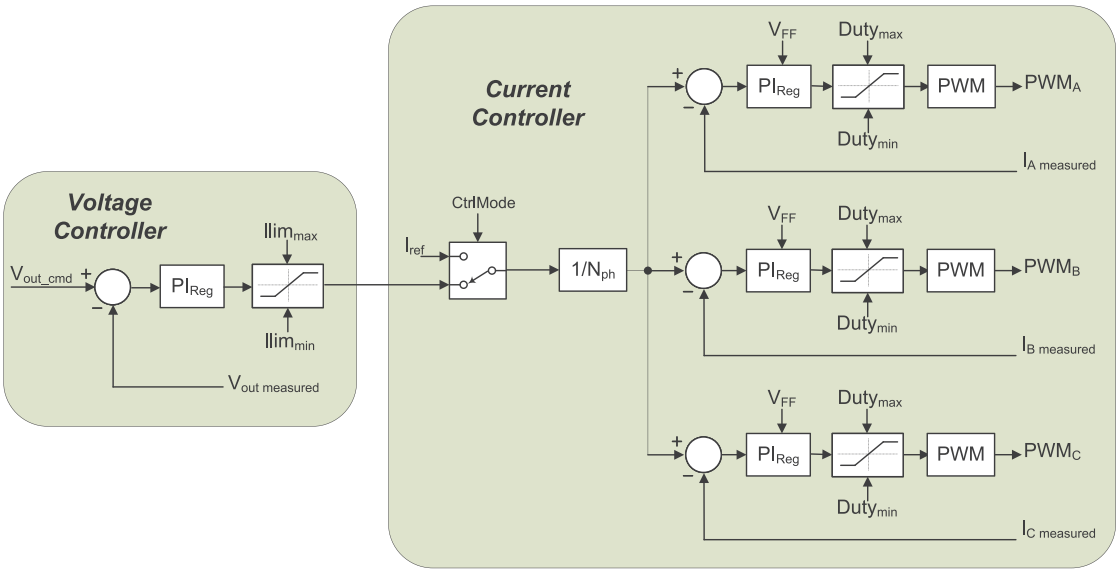

Figure 10 – Interleaved Control Block Diagram
Figure 10 presents a block diagram of the control scheme employed in the firmware. The voltage controller consists of a digital proportional-integral (PI) compensator. The reference input to the controller sets the value of the DC output voltage. This reference is compared to the measured output voltage, providing the voltage error input to the compensator. The output of the compensator represents the total inductor current command which is limited to a min/max value before being attenuated by the interleaved phase count.